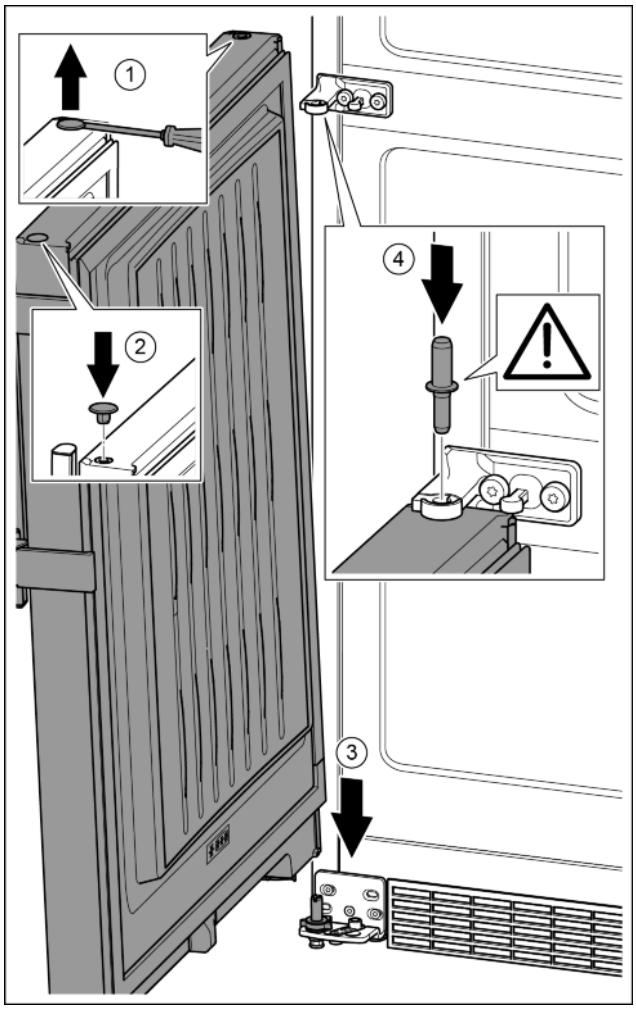

Fig. 21
▶ Carefully lift up the plugs and remove them with a slotted screwdriver. *Fig. 21 (1)*
▶ Insert the plugs again on the other side of the door. *Fig. 21 (2)*
▶ Position the door from above onto the lower bearing bolts. *Fig. 21 (3)*
▶ Insert the middle bearing bolt through the middle bearing bracket into the lower door. Ensure here that the catch mechanism points backwards. *Fig. 21 (4)*